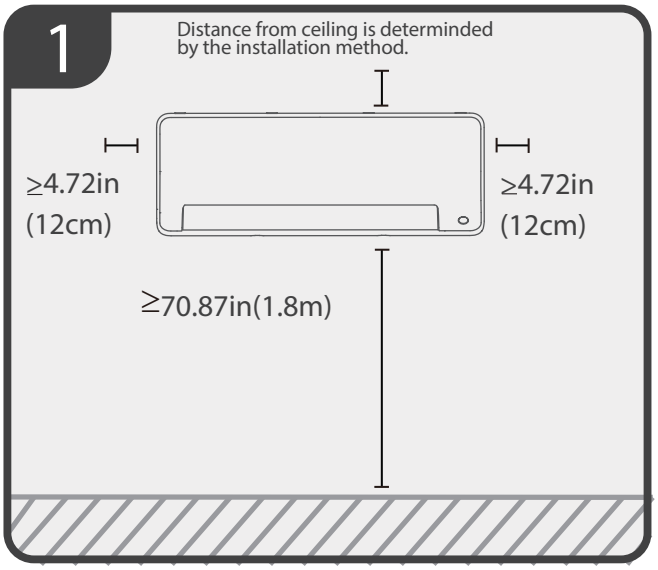

**Fig. 4 — Indoor Unit Clearances**
**Clearance** - Provide adequate clearance for airflow. see Fig. 4 — on page 7.